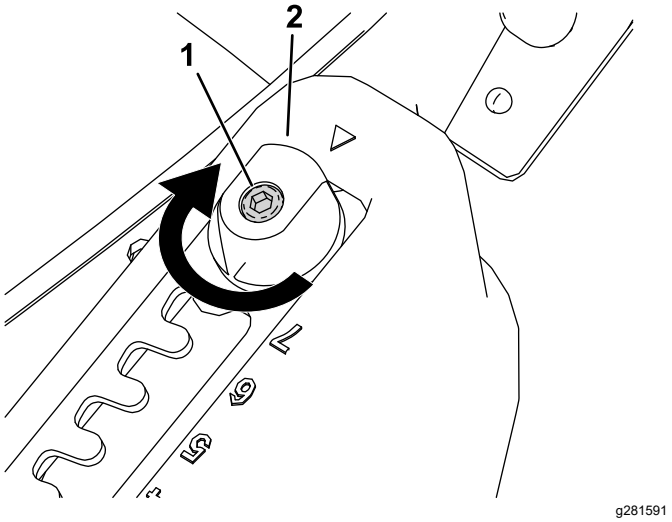
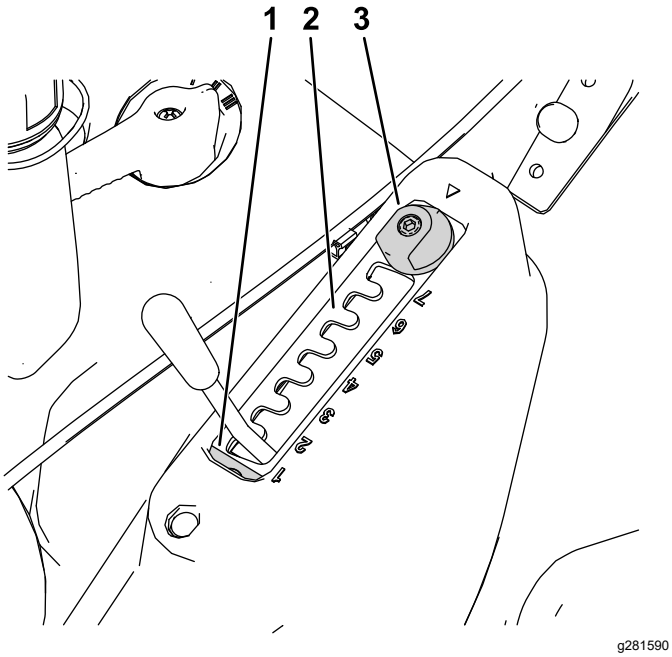

Figur 13
Figur 14
1. Lossa väljarplåtens fästskruv med en insexnyckel (Figur 13).
2. Vrid matchcut-justeraren 180° (Figur 13 och Figur 14).